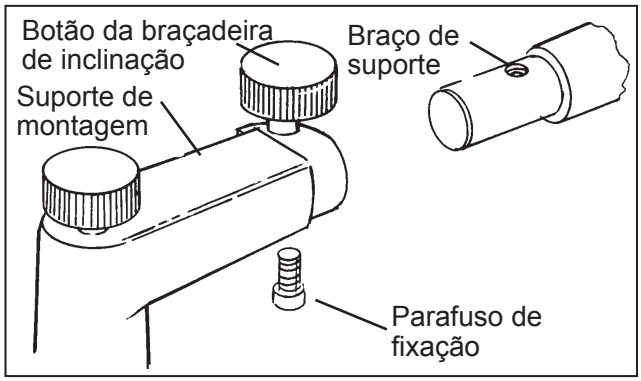

Figura SU-1 Como prender o Phoroptor no suporte
1. Coloque o Phoroptor no braço de suporte do instrumento deslizando o Suporte de montagem pela extremidade do braço até que o orifício roscado do braço de suporte fique alinhado com o orifício oblongo na parte inferior do Suporte de montagem. Consulte a Figura SU-1.
2. Um Parafuso de fixação foi fornecido para evitar que o Phoroptor caia do suporte. Insira o parafuso de baixo para cima pelo orifício oblongo e aparafuse-o no braço de suporte. Aperte o parafuso firmemente na posição correta. Consulte a Figura SU-1.
3. Aperte o Botão da braçadeira de inclinação e o Phoroptor ficará firmemente preso na posição desejada. Consulte a Figura SU-1.